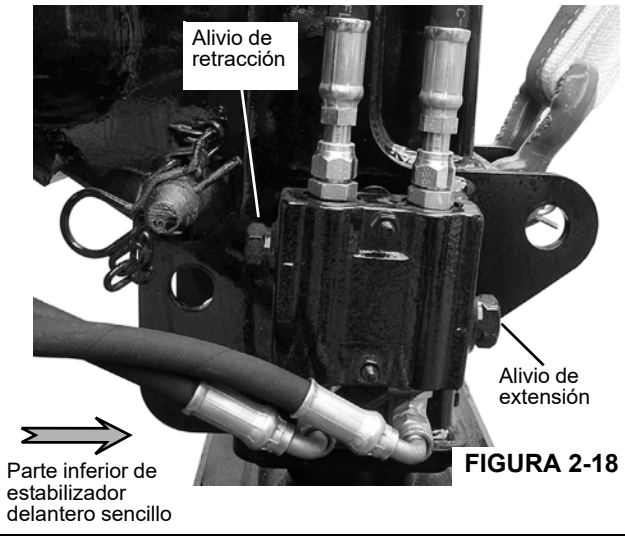

FIGURA 2-18
1. Desconecte las líneas de extensión y retracción del estabilizador delantero sencillo (SFO) (Figura 2-18). Tape la línea de retracción e instale un medidor en la línea de extensión.